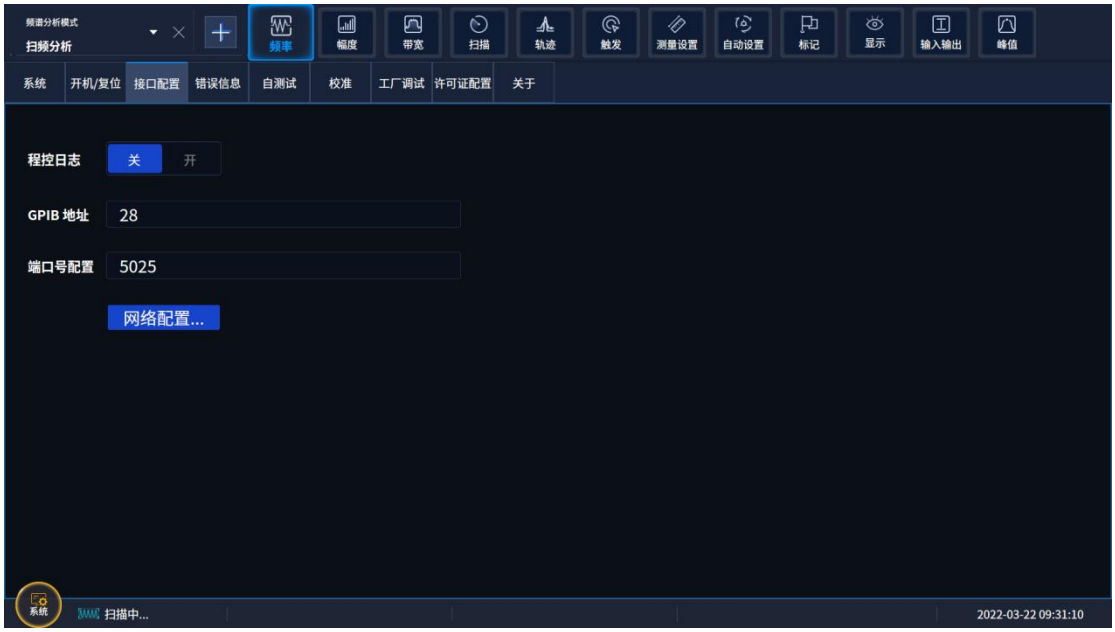

图 2.3 端口号设置
为了使用户网络程控 4082/4052 系列信号/频谱分析仪更加便捷，对端口号的使用更加灵活，在软件界面上增加了配置端口号的菜单及相关设置和查询端口号的程控命令。端口号配置菜单如图 2.3 所示，默认端口号设置为 5025，VXI-11 通信方式详见 2.1.1 节。
1. 软按键【系统】[接口配置>>] [端口号配置>>] 进入图 2.3 所示的界面，然后在 [端口号配置] 输入框中按数字键进行更改；